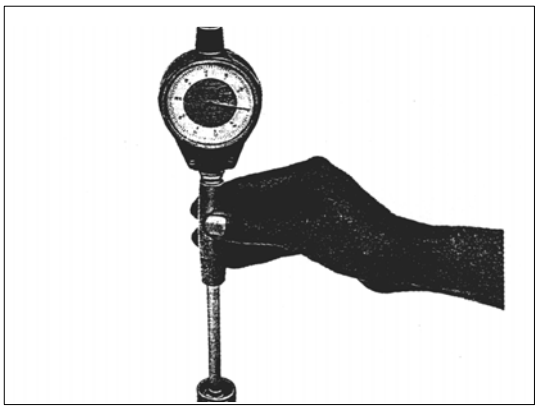

РИС. 267
4) Измерьте внутренние отверстия наружных колец подшипника. Проверьте на наличие износа, повреждений, трещин и т.д. (см. рис. 267).